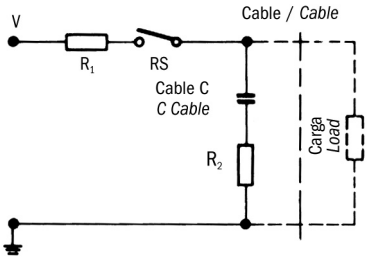

Fig. 4
2) Cargas capacitivas y lámparas a diferencia de las cargas inductivos, con cargas capacitivas y con lámpara se producen elevadas descargas de corriente que pueda provocar fallos inmediatos, e incluso la soldadura de los contactos. Cuando se conmutan condensadores cargados o condensadores de línea, se produce una descarga inmediata cuya intensidad depende del alcance y la longitud de las cargas. La corriente de descarga pico está limitada por una resistencia en serie con el condensador, como se indica en la fig. 4 (ver página siguiente). El tamaño de la resistencia se determinará de acuerdo con las posibilidades existentes en un circuito determinado. En cualquier caso, debe ser lo más grande posible para limitar la descarga de corriente en Límites aceptables. Esto también se aplica a la carga con condensadores. En el caso de los circuitos con condensadores de alta descarga de corriente, deben utilizarse los circuitos de la figura 5 (ver la página siguiente), con R1 o R2.